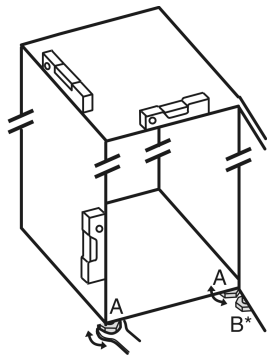

Fig. 5
▶ Extrageți prin rotire picioarele reglabile *Fig. 5 (A)* cu cheia fixă atașată și cu ajutorul unei nivele cu apă, până când aparatul este fix și aliniat plan.
▶ Extrageți prin rotire piciorul reglabil *Fig. 5 (B)* de la suportul de lagăr cu cheia fixă atașată, până când acesta atinge solul.
▶ Continuați să rotiți piciorul reglabil *Fig. 5 (B)* cu 90°.